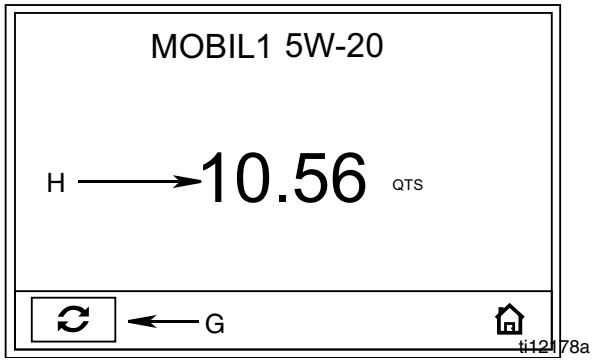

FIG. 21
2. Appuyez sur le bouton ENTREE au milieu pour confirmer la sélection. L'écran Distribution manuelle (FIG. 21) s'affiche.
Le produit s'écoule. Le décompte de la quantité affichée commence à partir de zéro ou de la quantité précédemment distribuée (FIG. 21) et s'affiche dans le champ H.